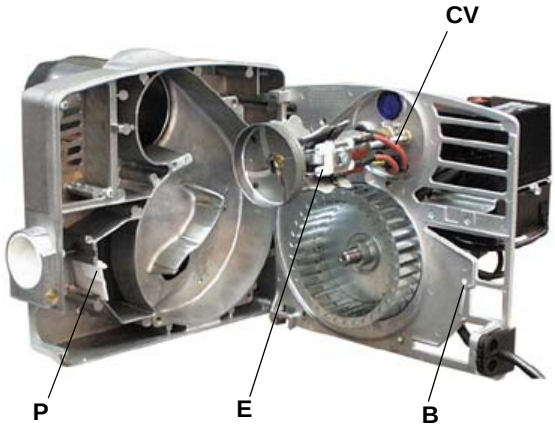
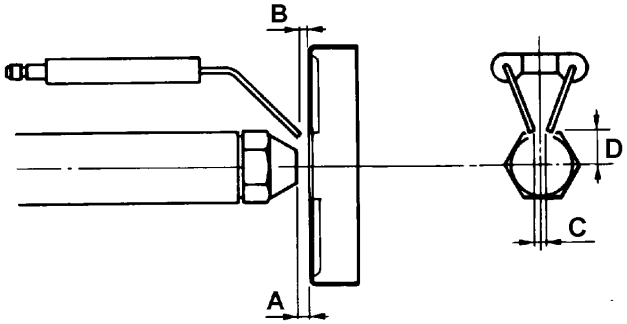

Fig. 26
Fig. 29
- Examen electrodos de encendimiento y su correspondiente aislamiento cerámico, limpieza inspección y si es necesario sustitución (ver Fig. 29).
Antes de desmontar la boquilla y los electrodos, desconectar los cables **CV** (Fig. 26), observar las cotas indicadas en la Fig. 29 y anotarlas en la tabla Tab. 6.
Antes de proceder al desmontaje de la boquilla, relevar la cuota A real (ver Fig. 29) y anotarla en el recuadro de abajo.